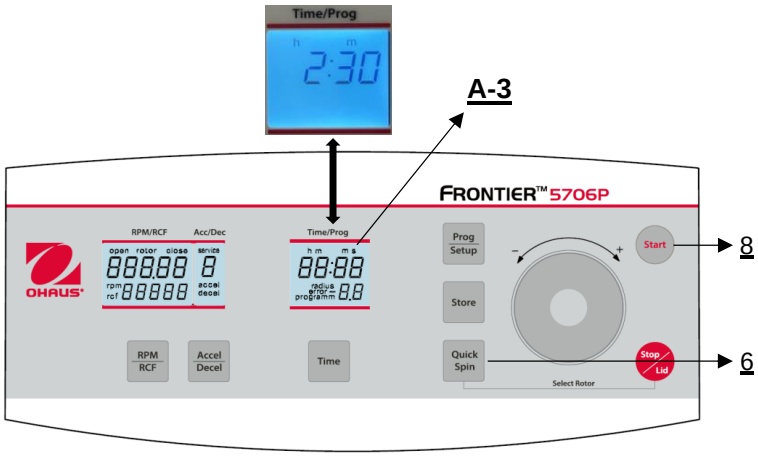

**Figure 25**
You can start the centrifuge either with the **"Start"** key (8) **(see Figure 25)** or the **"Quick Spin"** key (6). By the **"Start"** key (8) you can start stored runs or runs with manually pre-selected parameters.